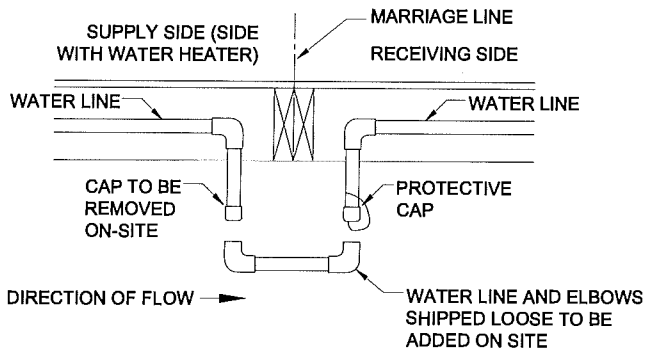

Figure 46. *Water line crossover through bottom board*
2. **Connect pipes.** Connect threaded water lines using flexible pipe or a rigid connector line (if provided) and connector fittings (do not use lubricants or sealants) (**Figure 46**).